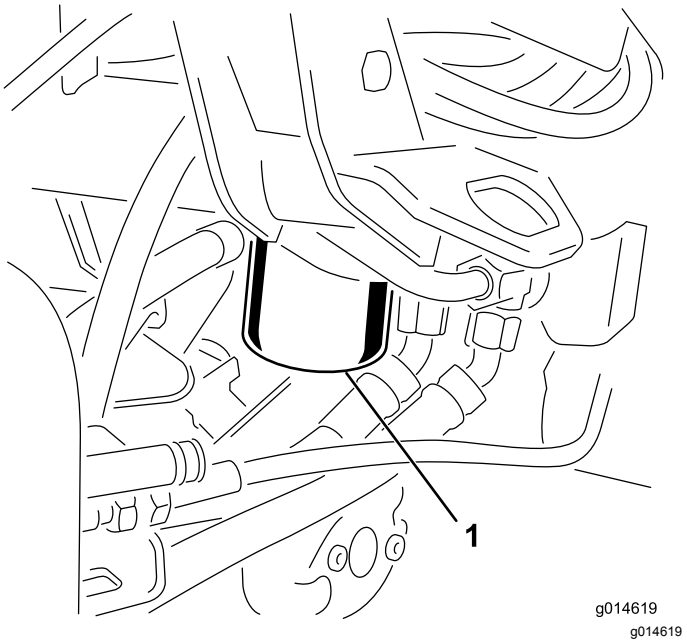

Rysunek 42
1. Wyczyścić obszar wokół mocowania filtra (Rysunek 42). Umieścić miskę pod filtrem i usunąć filtr.